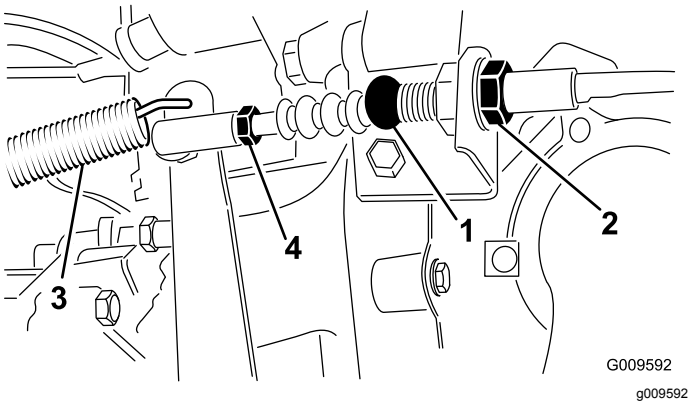

Figuur 70
1. Draai de contramoeren los waarmee de koppelingskabel vastzit aan de beugel op de koppelingsbehuizing (Figuur 70).